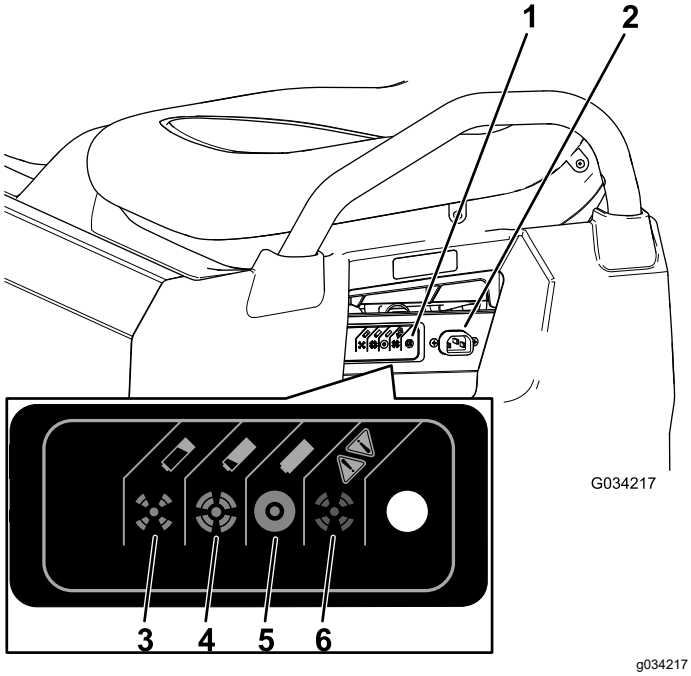

Figuur 35
3. Sluit een **laadsnoer van minstens 1,6 mm dik (16 gauge) en met een lengte van 2,5 m of minder** aan op het oplaadcontact van de machine (Figuur 35).
Raadpleeg de volgende tabel en Figuur 35 om de betekenis te achterhalen van de diverse kleuren van het laadstatuslicht.